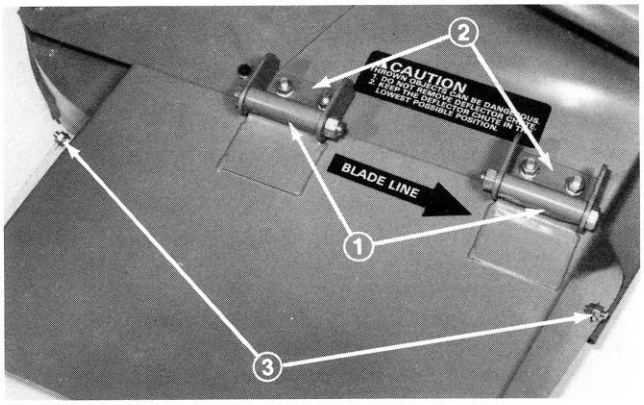

Figure 38
2. Remove two carriage bolts and flange nuts securing sides of deflector to cutting unit (Fig. 38).
3. Remove two capscrews, and locknuts securing deflector mounts to pivot brackets (Fig. 38).
4. To remove the pivot brackets, remove carriage bolts, lockwashers and nuts (Fig. 38).